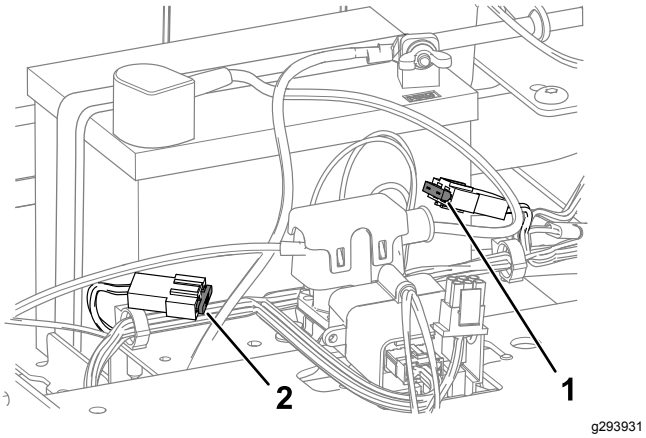

Figur 49
4. En sikring udskiftes ved at trække den ud og fjerne den (Figur 49).